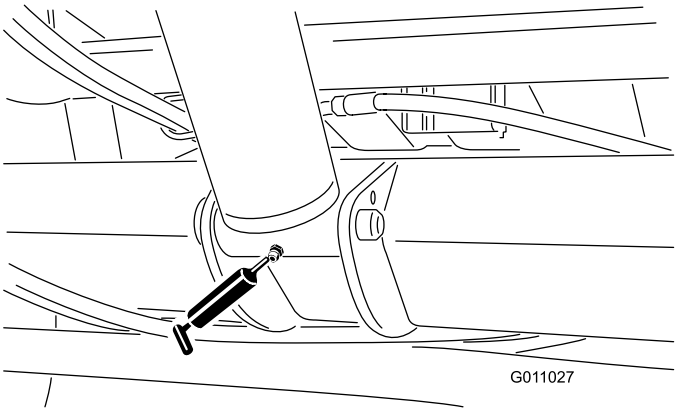

Figur 34
- Lyftcylindern (2) (Figur 34).